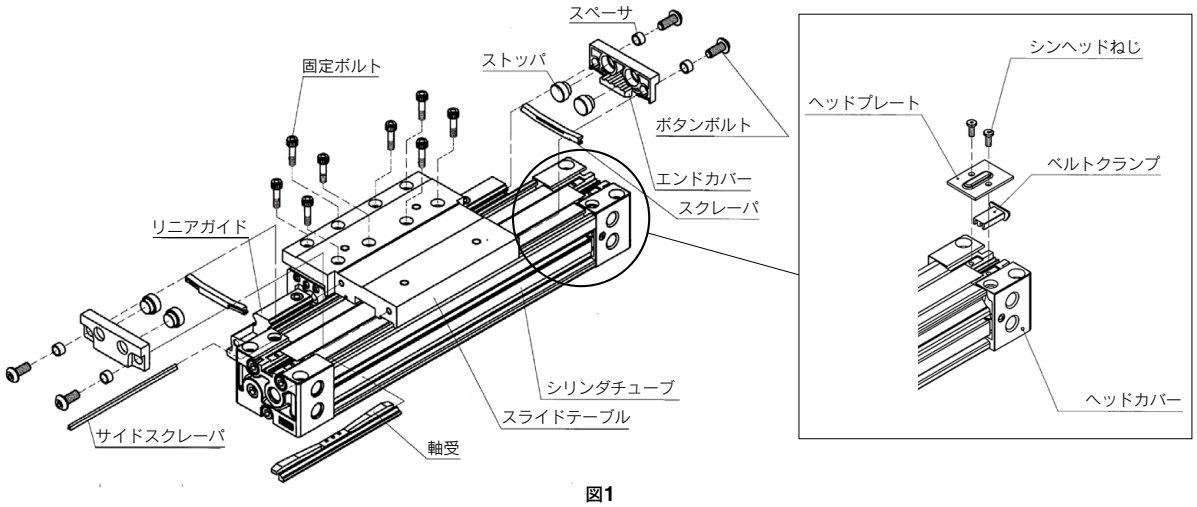

図1
a. ヘッドカバー上面のシンヘッドねじ(片側2ヶ所、両側で計4ヶ所)を取外し、ヘッドプレートとベルトクランプを取外します。(図1参照)
b. エンドカバー(移動子の両側)の固定用ボルトを外し、エンドカバーを取外します。(図1参照)